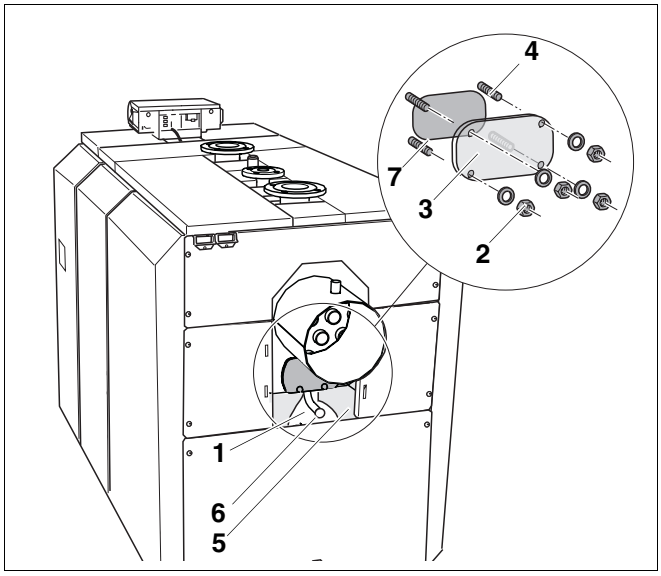

Rys. 55 Montaż pokrywy wyczystkowej
- Odchylić izolację cieplną kolektora spalin (rys. 55, **poz. 5**) na bok, aby można było ponownie zamontować pokrywę wyczystkową.
- Umieścić pokrywę wyczystkową kolektora spalin (rys. 55, **poz. 3**) z założoną uszczelką na śrubach dwustronnych (rys. 55, **poz. 4**).
- Przykręcić pokrywę wyczystkową kolektora spalin (rys. 55, **poz. 3**) przy pomocy nakrętek i podkładek (rys. 55, **poz. 2**) do kolektora spalin (rys. 55, **poz. 1**). Moment dokręcający 12 Nm (dociągnąć mocno ręcznie).